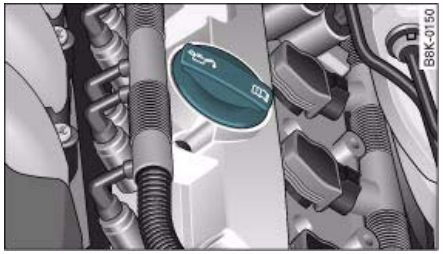

Fig. 256 Engine compartment: Engine oil filler cap
- Unscrew cap from oil filler opening ⇒ fig. 256.